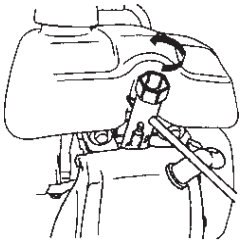

Fig.12
e. Check the spark plug seal - ring, screw in the spark plug with special spanner so as to protect its threads (as shown on the Fig.12).